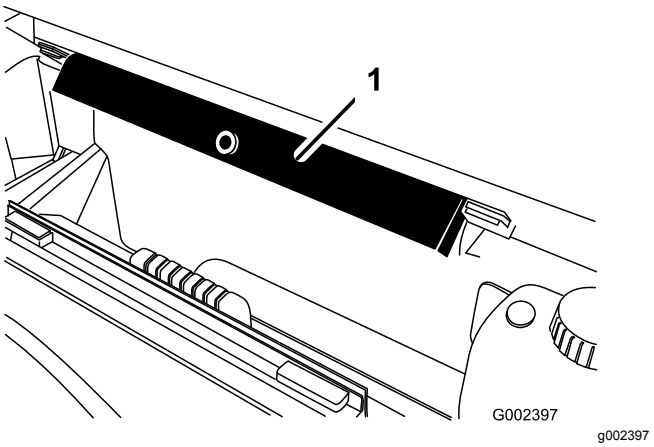

Figur 11
8. Fjern ladstøtten fra opbevaringsbeslagene bag på styrtbøjlepanelet (Figur 11).